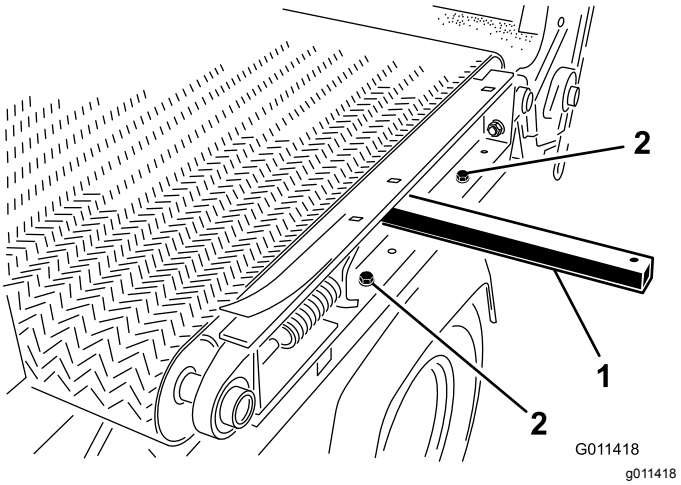

Figur 35
7. På maskinens venstre side skal du fjerne de 2 maskinskruer, spændeskiver og møtrikker, der fastgør glideladet til stellet (Figur 35).
A. Isæt en løftestang i hullet på venstre side af maskinen, og hæv løftestangen for at tippe glideladet (Figur 35).